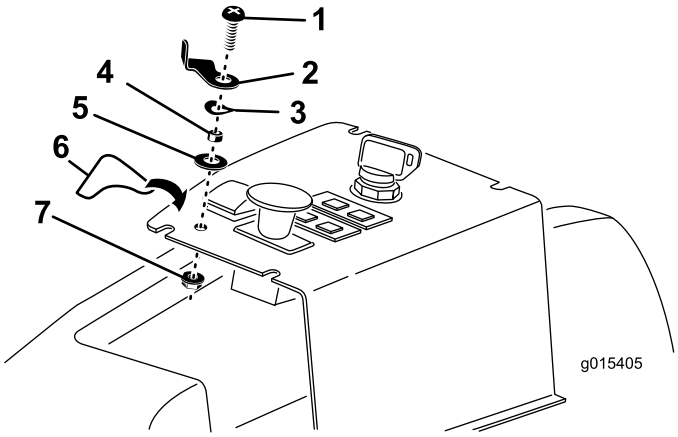

Figur 14
3. Trä på låsspaken, distansbrickan, vågbrickan och planbrickan på skruven med koniskt huvud (1/4 x 1 tum) i enlighet med Figur 14.
4. För in den ihopsatta skruven med låsspaken i kontrollpanelens hål och fäst den med en låsmutter. Placera låsspaken i enlighet med Figur 14.
5. Fäst låsspakens dekal på kontrollpanelen i enlighet med Figur 14.